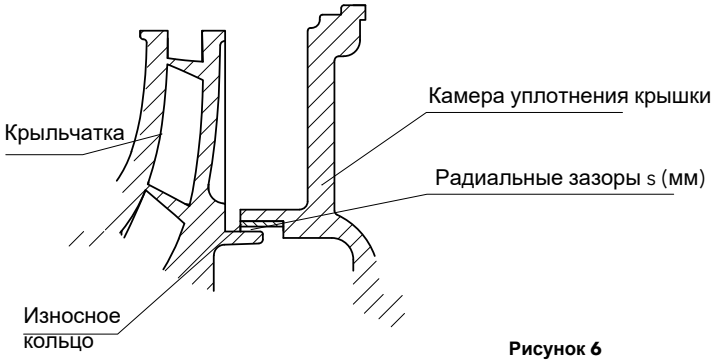

Рисунок 6
- После установки рабочего колеса и обратного выдвижного узла в спиральный корпус поверните вал и таким образом контролируйте свободное перемещение насоса. Уплотнения вала будут оказывать небольшое сопротивление при повороте, но между металлическими деталями не должно быть никакого контакта (рис. 6).